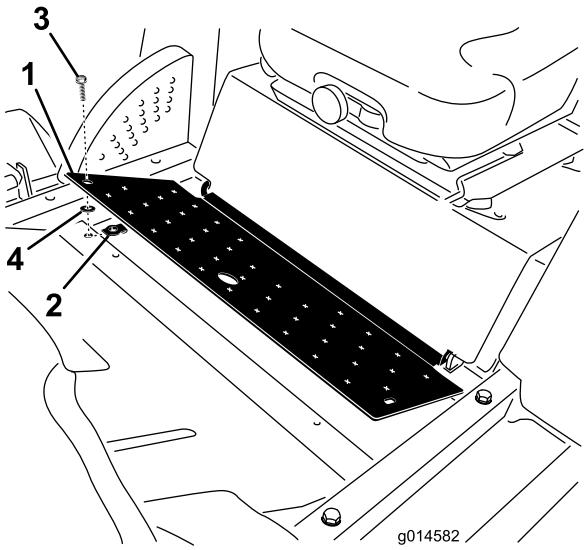

Figur 3
2. Montera en fästmutter i ramhålet under golvplattans högra främre hörn (Figur 3).